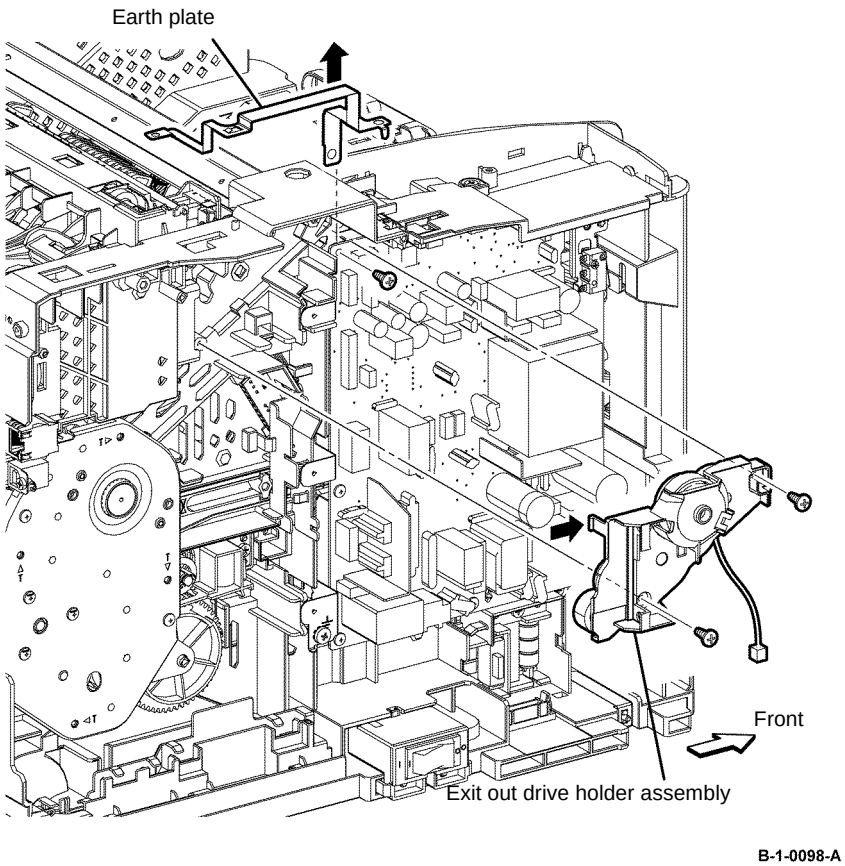

Figure 4 Exit out drive holder assembly removal
19. Remove one screw (silver, M3, 6mm) that fixes the left upper corner of the LVPS PWB, then lift the earth plate Figure 4.
20. Remove two screws (silver, tapping, 6mm) that fix the exit out drive holder assembly to the printer. Release one hook, then release the harness of the T21 exit clutch assembly. Remove the exit out drive holder assembly, Figure 4.